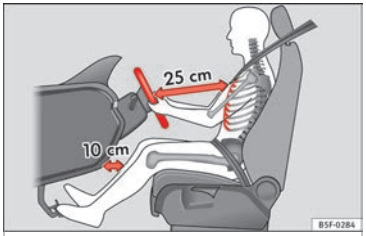

Fig. 1 The proper distance between driver and steering wheel
– Adjust the steering wheel so that there is a distance of at least 25 cm between the steering wheel and the centre of your chest ››› **Fig. 1**.
the chest and the centre of the steering wheel ››› Fig. 1. If you are sitting closer than 25 cm, the airbag system cannot protect you properly.
– Adjust the steering wheel until the correct position is set ››› Fig. 1.
- Adjust the driver seat or steering wheel so that there is a distance of at least 25 cm between the steering wheel and your chest ››› Fig. 1. If you fail to observe the minimum distance, the airbag will not protect you. Risk of fatal injury.